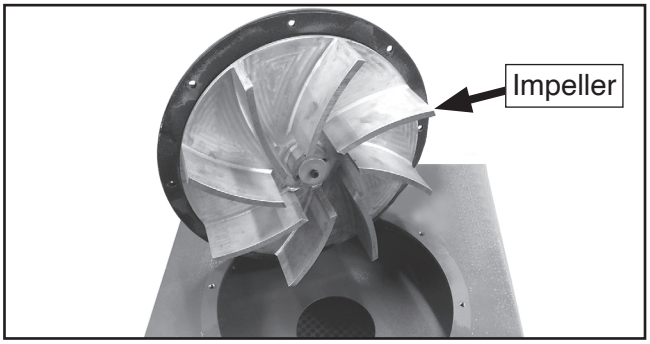

Figure 40. Example of motor/impeller assembly removed for cleaning and inspection.
4. Remove motor/impeller assembly and carefully set on machine housing (see **Figure 40**).